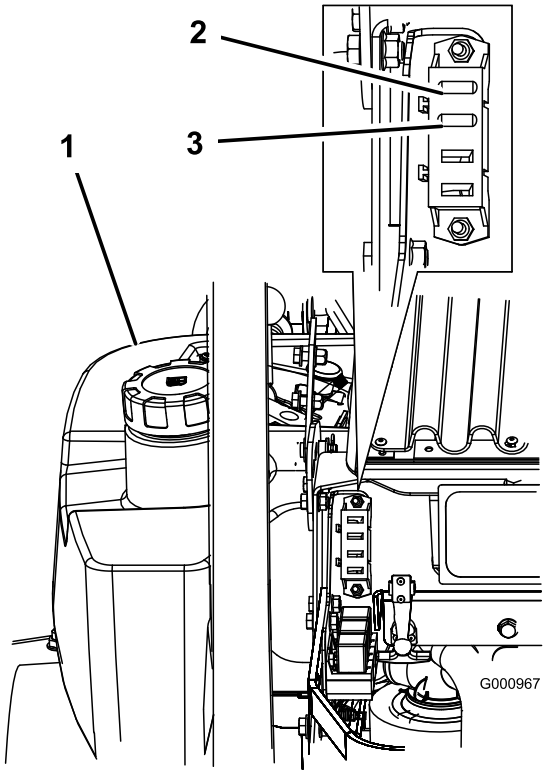

Figuur 46
1. Maak de motorkap open om toegang te krijgen tot de zekeringhouder (Figuur 46).
3. Monteer een nieuwe zekering (Figuur 46).